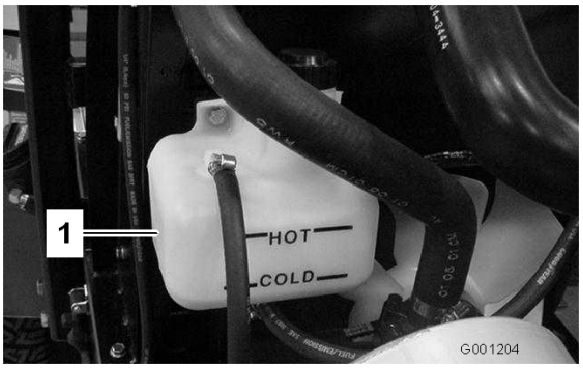

Figur 23
1. Kontrollera kylvätskenivån i expansionstanken (Figur 23). Nivån bör ligga mellan markeringarna på sidan av tanken.